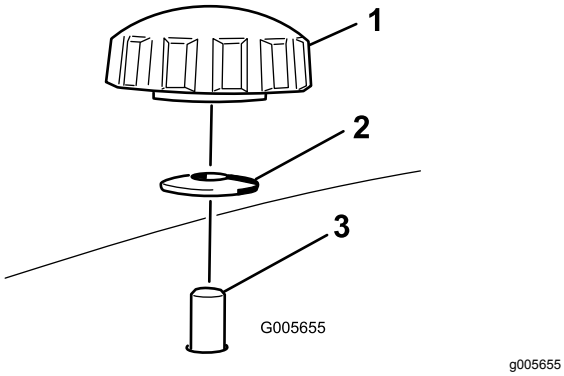
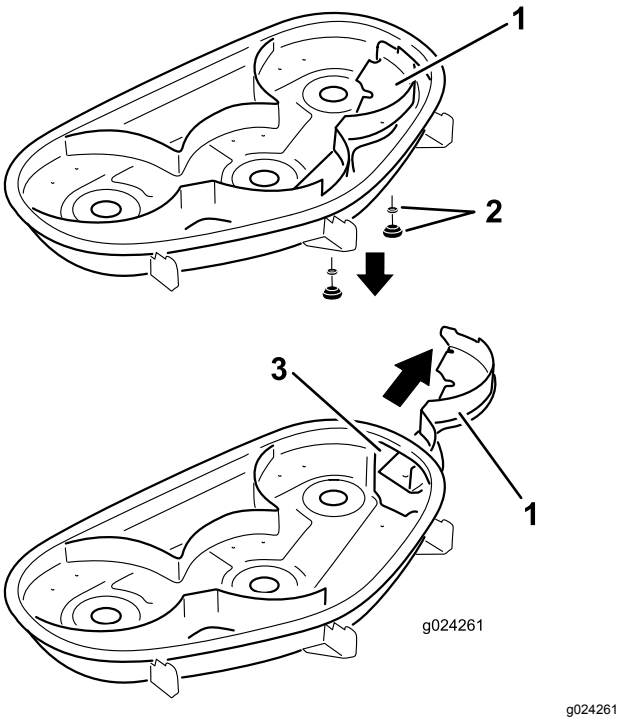

Figur 26
Figur 27
4. Fjern de to knottene og buede skivene som fester den høyre skjermen til gressklipperen (Figur 26).
5. Fjern høyre skjerm, og senk gressavlederen over utslippsåpningen (Figur 26 og Figur 27).
5. Skyv høyre skjerm gjennom klippeenheten og monter den med to knotter og bueskivene (hul side inn mot klipperen) som vist på Figur 26 og Figur 27.